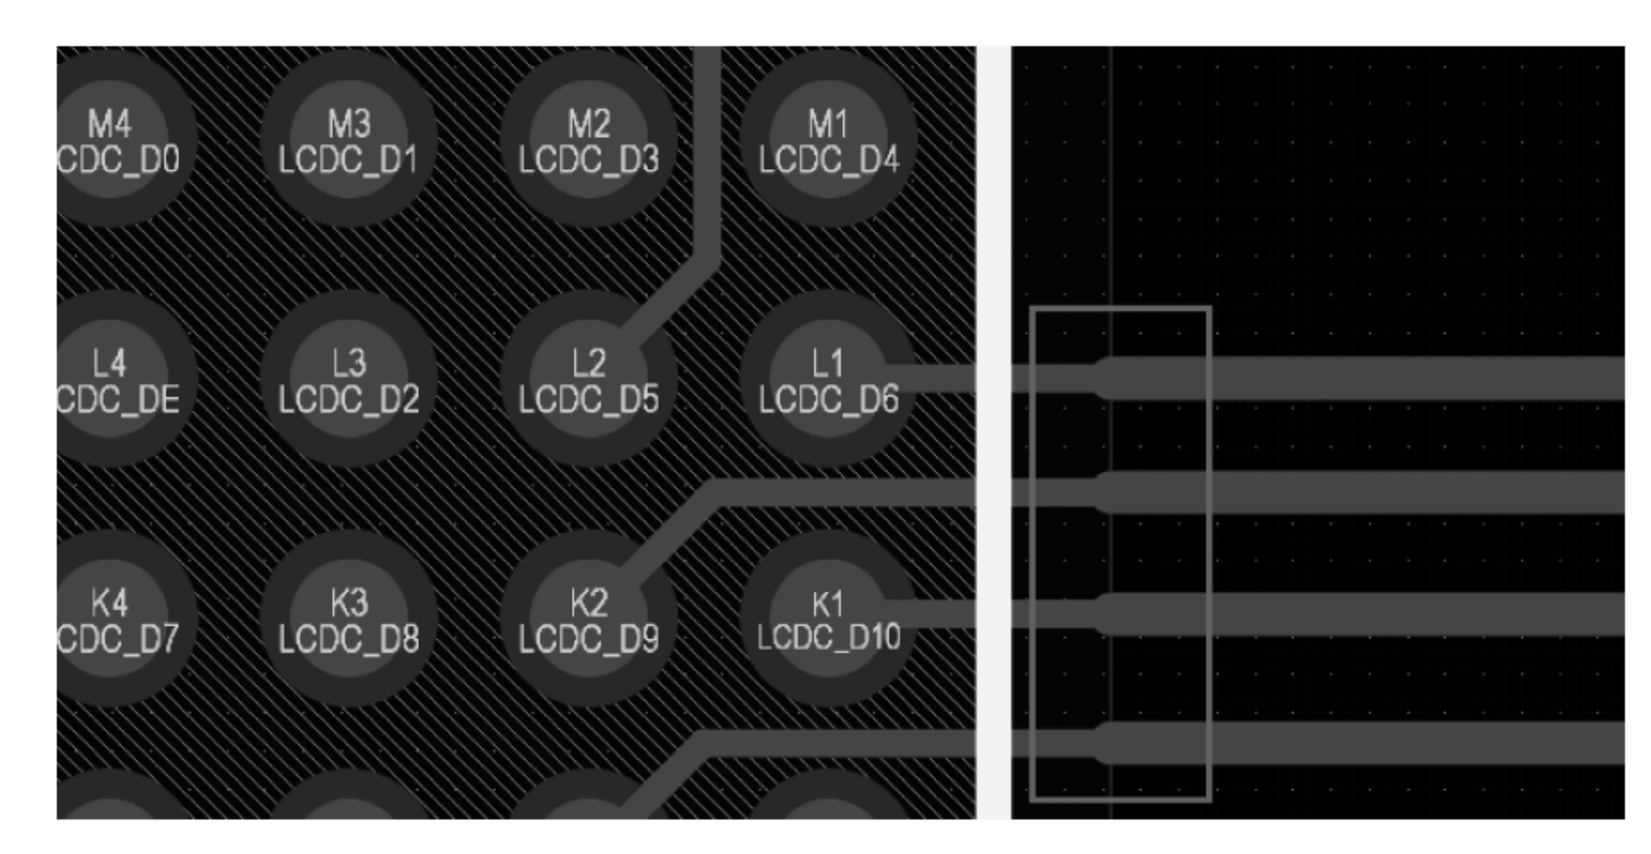

图 2-30　利用 Room 设置线宽规则
(4) 将 Room 线宽规则设置为 4mil，这样用户在 Room 区域内布线的线宽为 4mil，区域外的线宽规则为其他规则约束的线宽，如图 2-30 所示。